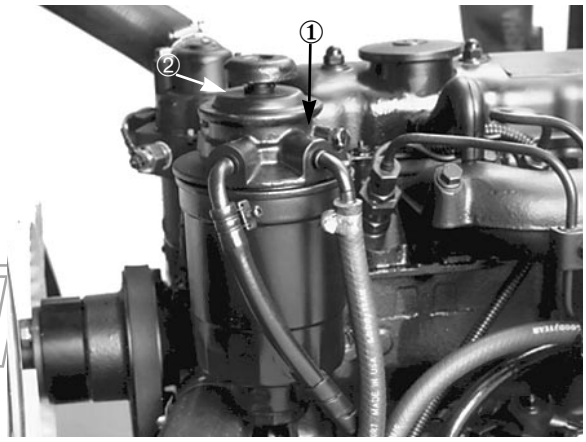

Fig. 12
2. Løsn brændstoffilterets udluftningsprop én omgang (Fig. 12). Tryk på spædestemplet (Fig. 12), til der kommer en jævn strøm brændstof ud af hullet i proppen. Når der ikke er flere luftbobler i brændstoffet, skal proppen strammes, mens spædestemplet går nedad. Tør evt. spildt brændstof op.